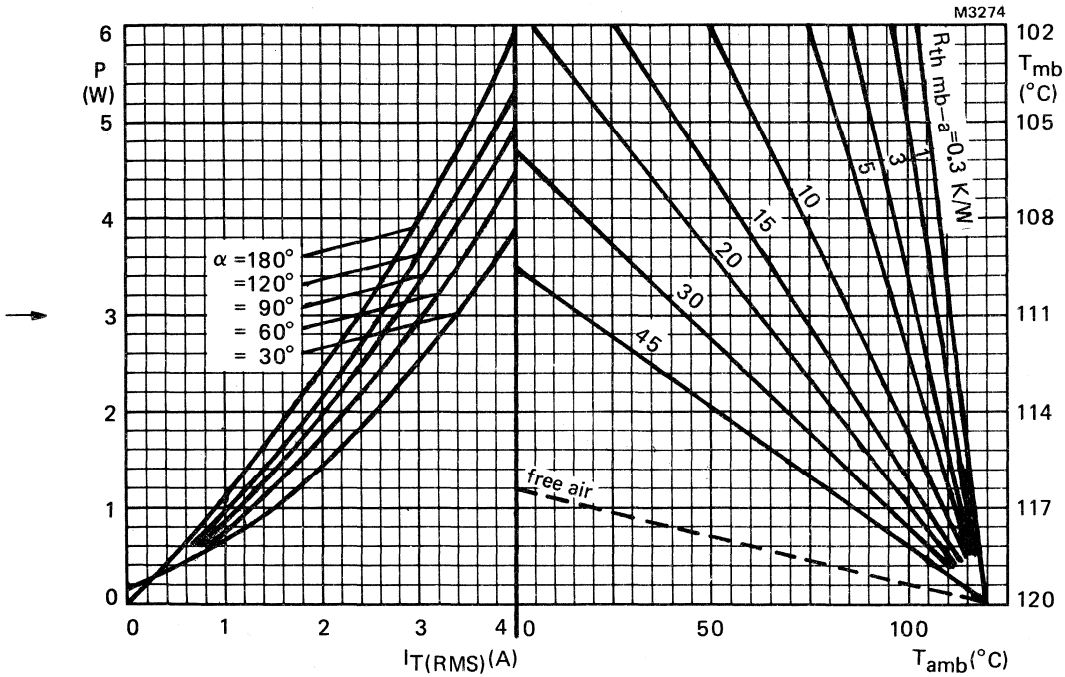

Fig.3 The right-hand part shows the interrelationship between the power (derived from the left-hand part) and the maximum permissible temperatures.
a. The method of using Fig.3 is as follows: